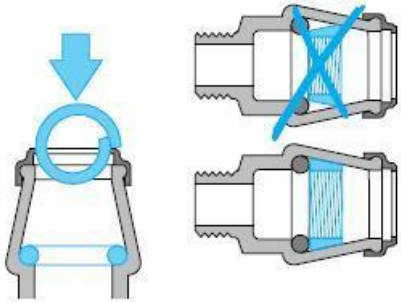

Figura 7
2. Inserire un nuovo anello di bloccaggio nel manicotto come da (v. Figura 7)